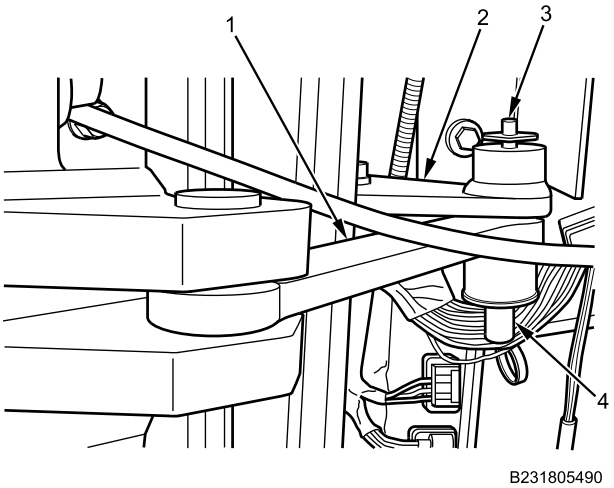

Figure 5. Door Actuator Rod.
2. Push down plunger on top of door actuator pin (Figure 5, Item 3), install actuator rod (Figure 5, Item 1) in door actuator bracket (Figure 5, Item 2), with door actuator pin (Figure 5, Item 4).